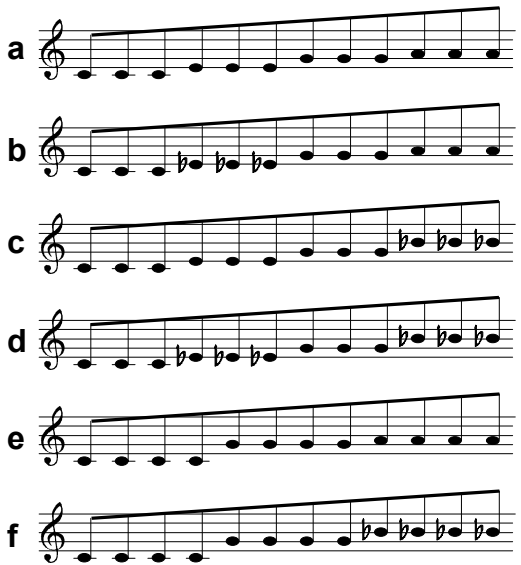

Abb. 5: zusätzliche Sexte (a, b, e),
③ Schalter
Der **3-stufige Schalter** ③ ermöglicht die **zusätzliche Ausgabe** der **Sexte** (Position "**+6**") oder **kleinen Septime** (Position "**+7**"), falls sich Schalter ② in der Position "**Chord**" (s. Abb. 5 a, b, c, d) oder "**Quint**" (s. Abb. 5 e, f) befindet.